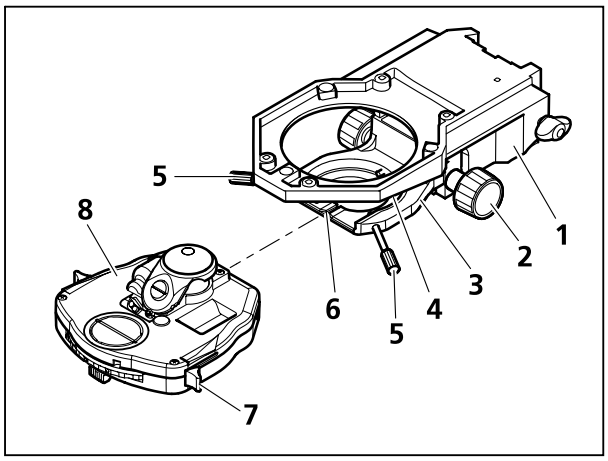

Bild 3-23 Kondensor ansetzen
- Frontoptik (sofern schaltbar) am Kondensor mit Hebel (Bild 3-23/**7**) herausklappen. Beide Zentrierschrauben (Bild 3-23/**5**) am Kondensorträger herausdrehen, bis deren Enden nicht mehr zu sehen sind.
- Kondensorträger (Bild 3-23/**3**) mit Triebknopf für Höhenverstellung (Bild 3-23/**2**) ganz nach unten fahren.
- Kondensor (Bild 3-23/**8**) zwischen Kondensorträger (Bild 3-23/**3**) und Tischträger (Bild 3-23/**1**) einführen. Dabei Stiftschraube an der Unterseite des Kondensors in Richtung Nut (Bild 3-23/**6**) orientieren.
- Kondensor mit der Ringschwalbe gegen das Federhaus (Bild 3-23/**4**) des Kondensorträgers drücken, bis der Kondensor waagerecht auf den Kondensorträger aufgelegt werden kann.
- Kondensor gleitend loslassen; Stiftschraube schlägt vorn in der Nut (Bild 3-23/**6**) an.